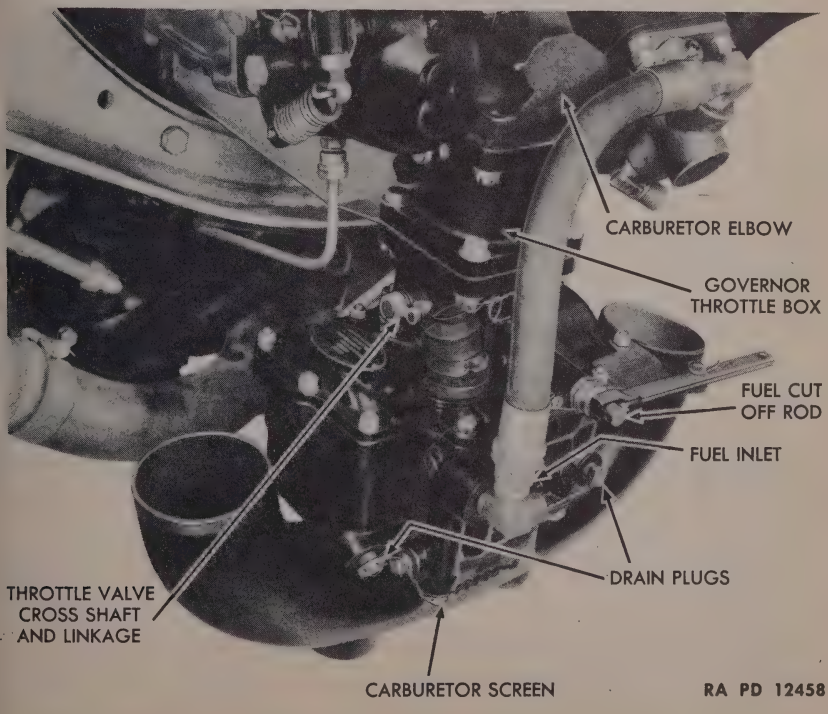

Figure 76—Left Side of Carburetor
72. CARBURETOR (figs. 76 and 77).
(4) If engine has oil dilution valve, disconnect the oil dilution fuel line from the carburetor at the solenoid valve (9/16-in. open-end wrench).
(5) Disconnect the fuel bypass return line at the elbow on the carburetor.
(6) Remove the cotter pin and clevis pin from the fuel cut-off arm, disconnecting the linkage (fig. 76).